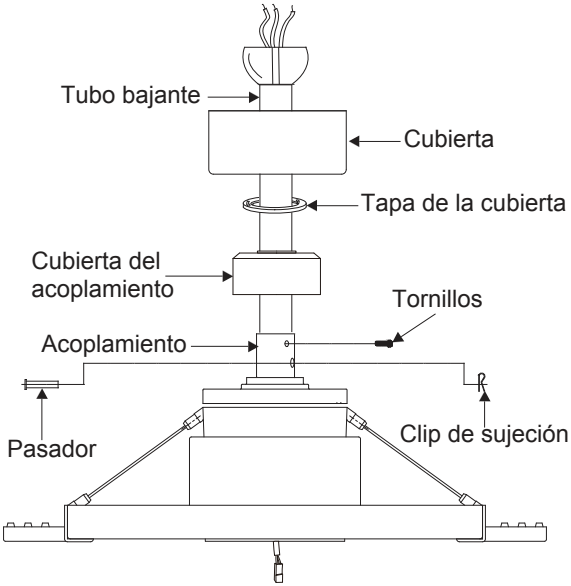

Fig. 10
Paso 8. Desliza la cubierta del acoplamiento, la tapa de la cubierta y la cubierta misma por el tubo bajante. (Fig. 10)